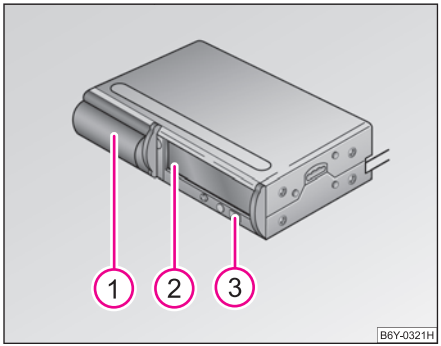

Fig. 129 The CD changer
– Open safety stop (1) ⇒ fig. 129 fully.
– Press button (3). The magazine (2) is automatically ejected.